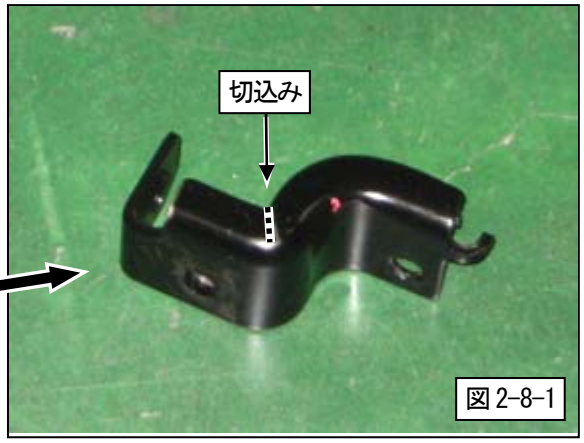

図 2-8-1
(1) 純正ブラケットを取外し、図の点線部に切込みをいれてください。(図 2-8-1, 2-8-2)